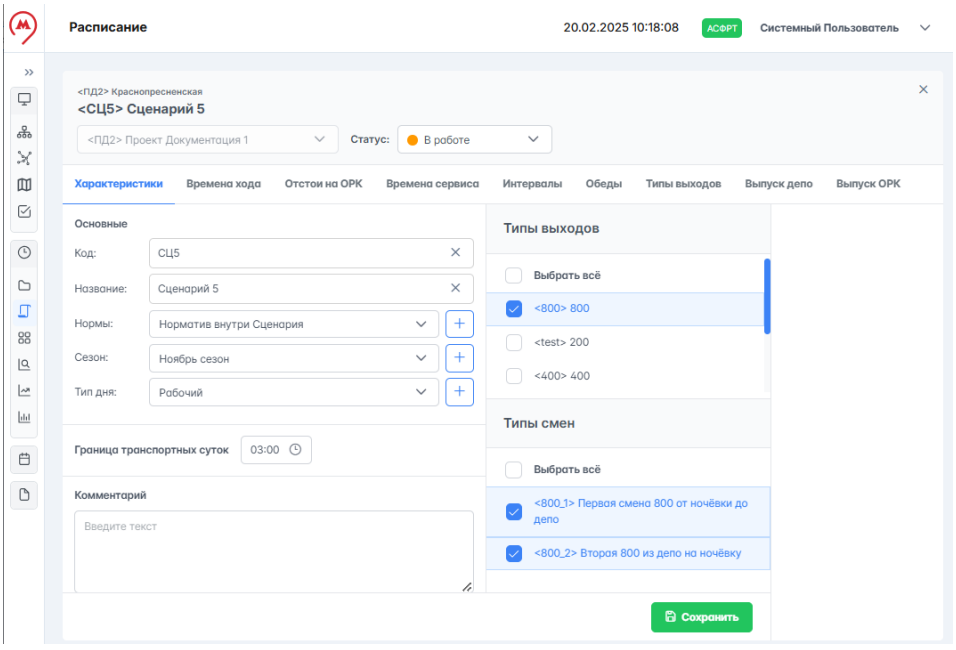

Рисунок 158 – Окно просмотра и редактирования сценария
12. Нажать на кнопку Сохранить в окне "<<Код проекта>> <Название МС> Новый сценарий". Добавляемый сценарий будет сохранён со статусом "В работе" и окно "<<Код проекта>> <Название МС> Новый сценарий" изменится на "<<Код проекта>> <Название МС> <Код сценария> <Название сценария>" – окно просмотра и редактирования сценария (рисунок 158). После этого станут доступны для заполнения другие вкладки данного окна.